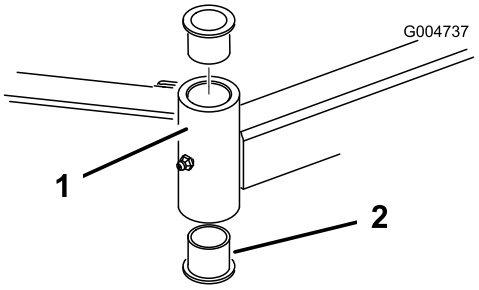

Figur 125
4. Skjut in ett pinndorn upptill eller nedtill i monteringsröret och skjut ut bussningen ur röret (Figur 125).